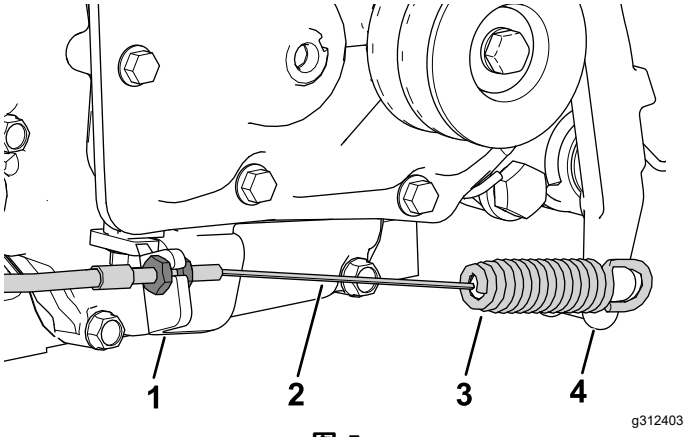

图 5
5. 将离合器拉索安装到离合器板上图 5。
6. 将离合器拉索的弹簧端安装到离合器杆上图 5。